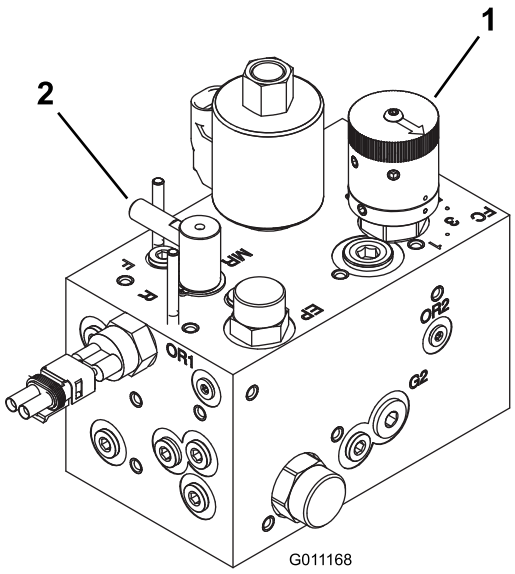

Figura 75
3. Gire el mando de autoafilado a la posición de autoafilado (R). Gire el control de velocidad del molinete a la posición 1. Ver Figura 75.